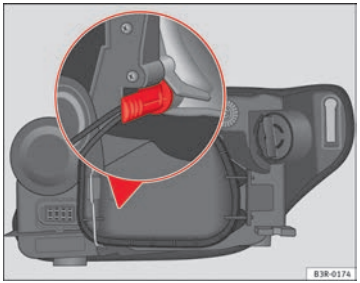

Abb. 201 Standlicht. Halter des Lampenträgers in senkrechter Stellung
– Die Glühlampe am Sockel so einsetzen, dass der Halter des Lampenträgers zur Wand in senkrechter Stellung bleibt ⇒ Abb. 201, und Druck auf den Sockel ausüben.